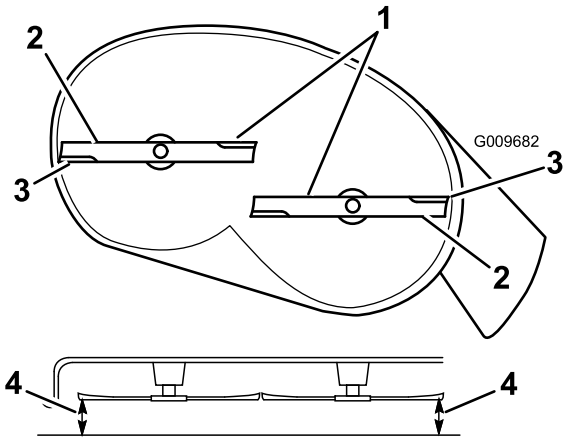
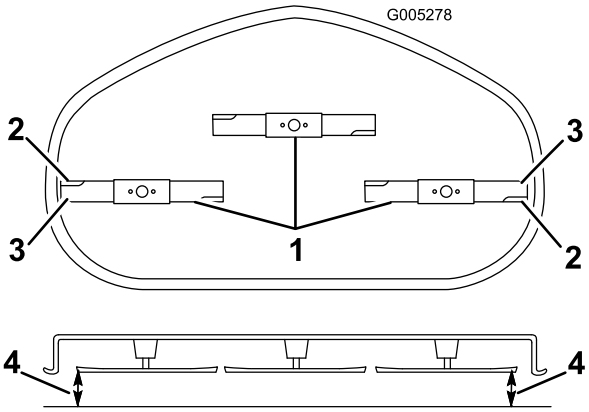

Figur 60
Figur 61
4. Drej forsigtigt skærekniven(e), så de alle er tværgående (Figur 60 og Figur 61).
5. Mål mellem de udvendige skærekanter og den plane overflade (Figur 60 og Figur 61). Hvis begge mål ikke er inden for 5 mm, er en justering nødvendig. Fortsæt med denne procedure.